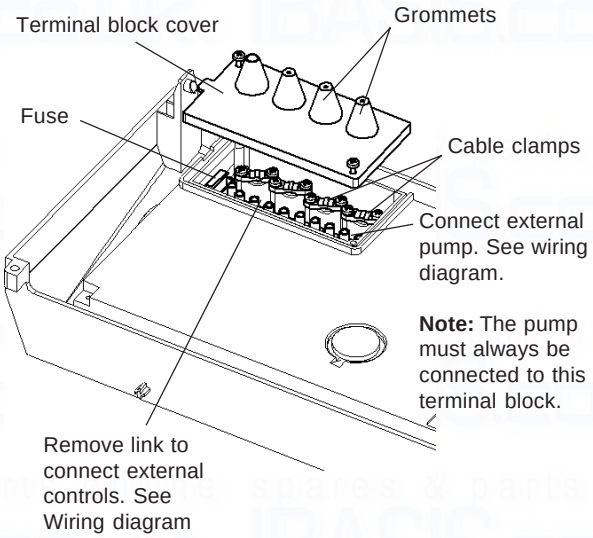

Fig. 20
4.8 CONNECT THE MAINS SUPPLY - Fig. 20
Remove the two screws securing the terminal block cover from the back of the control box (see Fig. 20). Pass the mains supply cable through the grommet and cable clamp and connect as follows:- Brown to L, Blue to N and Green/Yellow to ⏚. Ensure correct polarity.